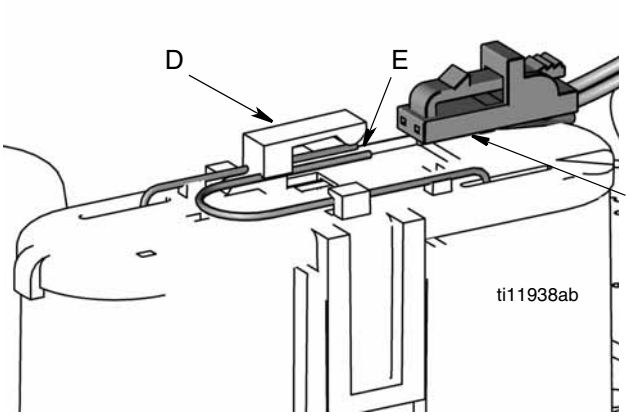

FIG. 48
9. Reconnectez le fil (B) à la batterie en glissant doucement le connecteur sur les bornes de la batterie (E) jusqu'à ce qu'il s'insère solidement en place grâce au clip (D) (FIG. 48).